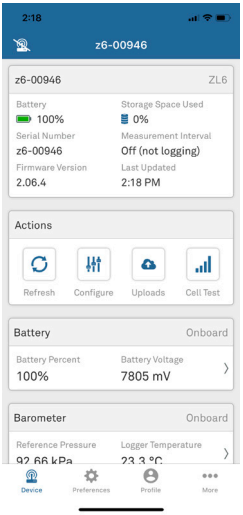

Figure 10 Select Configure
4. Select `Configure` on the Actions panel (Figure 10).